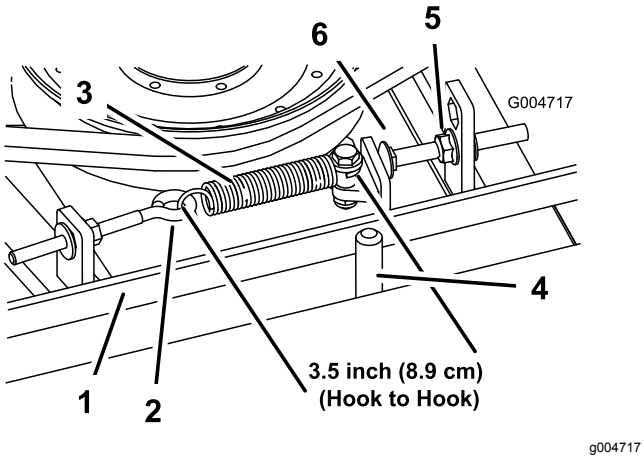

**Figuur 94**
Als de juiste spanning verkregen is, moet de binnenmeting van de trekveer (haak tot haak) ongeveer 8,3 cm tot 9,5 cm bedragen. Als de veer de juiste spanning heeft, moet u de aanslagbout (slotbout) afstellen totdat de afstand tussen de kop van de bout en de arm van de spanpoelie ongeveer 2 tot 5 mm is (Figuur 94).
**Opmerking:** Plaats de riem aan de kant van de riemgeleider die naar de veer is gekeerd (Figuur 94).
2. Draai de oogbout los om de trekveer te kunnen verwijderen (Figuur 94).
3. Maak de flensmoer los waarmee de aanslagbout aan het lipje is bevestigd en trek de spanpoelie weg van de riem om de riem te ontspannen (Figuur 94).
9. Bevestig de trekveer (Figuur 94) aan de oogbout en span de riem als volgt: